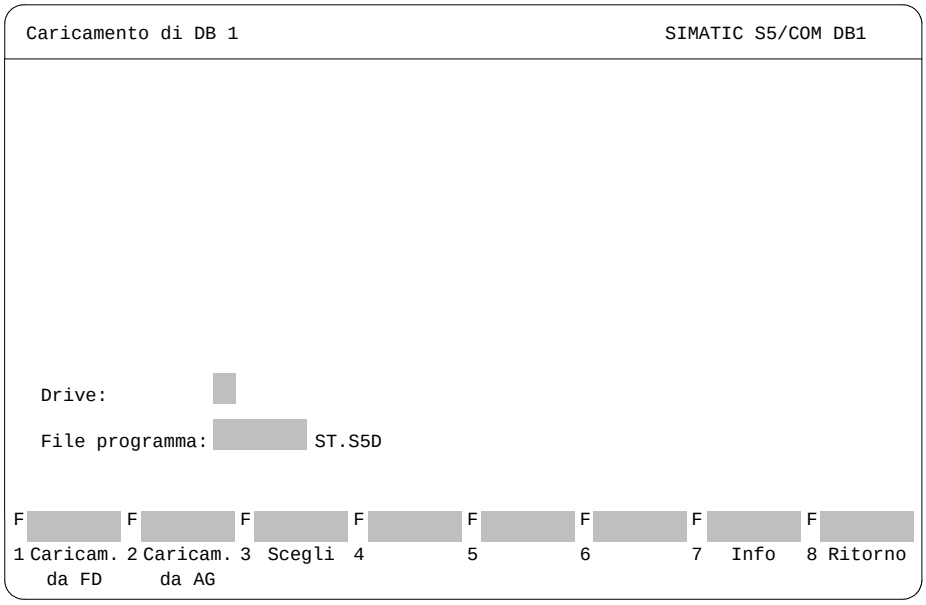

Figura 22-11 Maschera del COM DB1 *Tabella panoramica*; scelta del *Caricamento da AG*
1. Premere il tasto ***F2*** = *DB1 Caricamento* nella maschera *Tabella panoramica* (→ Figura 22-11). Compare la seguente maschera *Caricamento di DB1*: